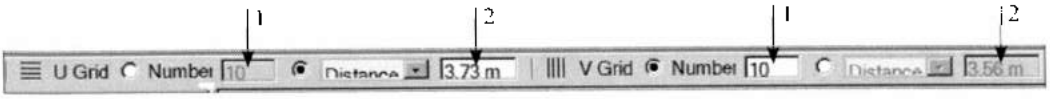

Рис. 14.3. *Строка параметров при нанесении сетки*
4. В строке параметров (рис. 14.3) выбрать и настроить для вертикальной и горизонтальной сетки вариант деления: